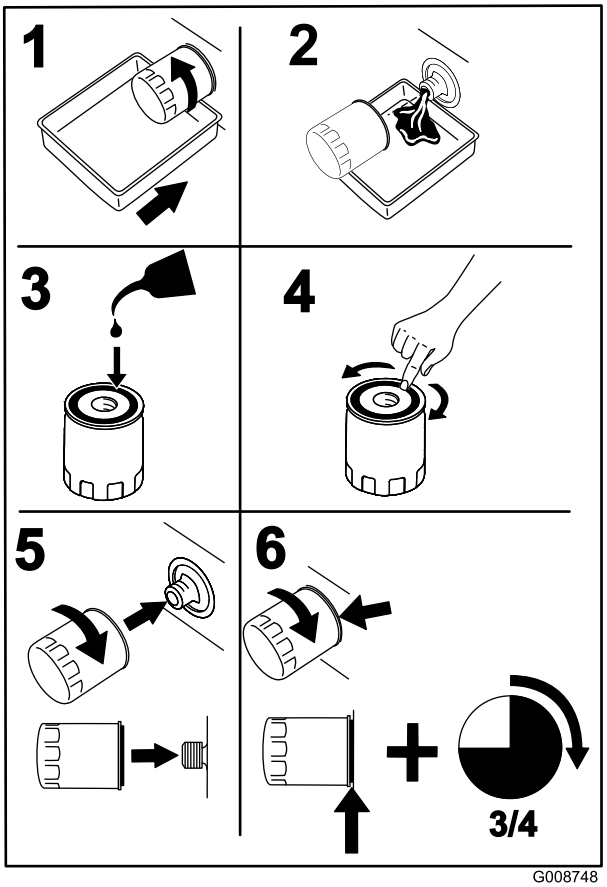

Рисунок 41
4. Установите сливной поддон под масляный фильтр и поверните фильтр против часовой стрелки, чтобы снять его (Рисунок 41).